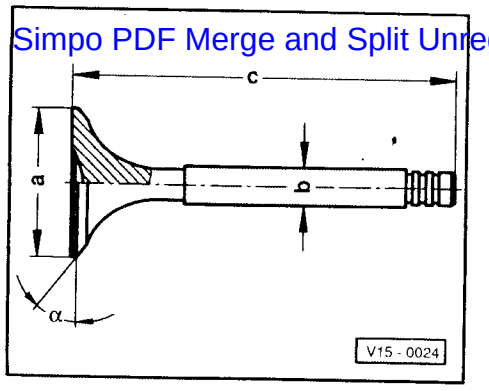

Fig. 3 Soupapes: cotes
- ♦ Cotes des soupapes ⇒ fig. 3